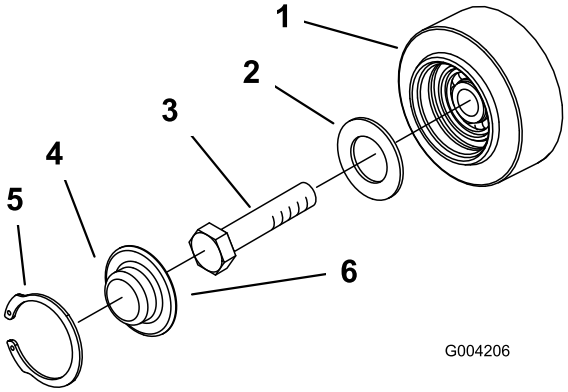

Figuur 49
3. Verwijder de snapring en dop van een wegwiel (Figuur 49).
4. Controleer het smeervet onder de dop en rond de pakking (Figuur 49). Als er geen vet is of als het vet vuil of zanderig is, verwijder dan al het vet, vervang de pakking en breng nieuw smeervet aan.